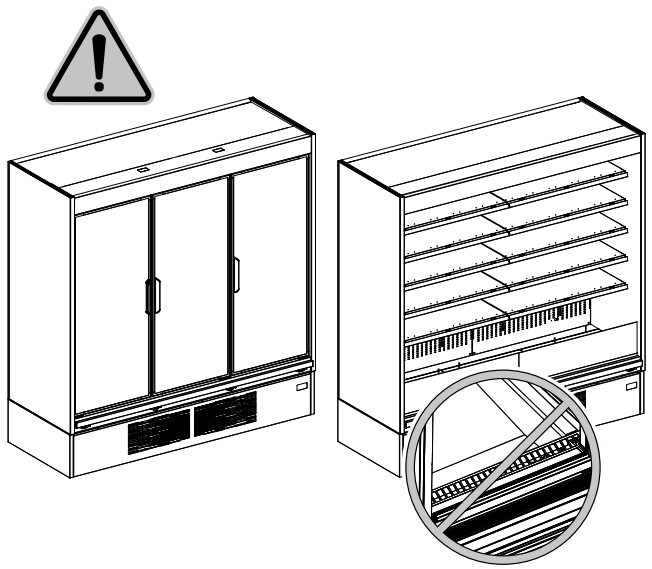

Fig. 16
- La mercancía no obstruya el correcto flujo de aire refrigerado ("Fig. 16")